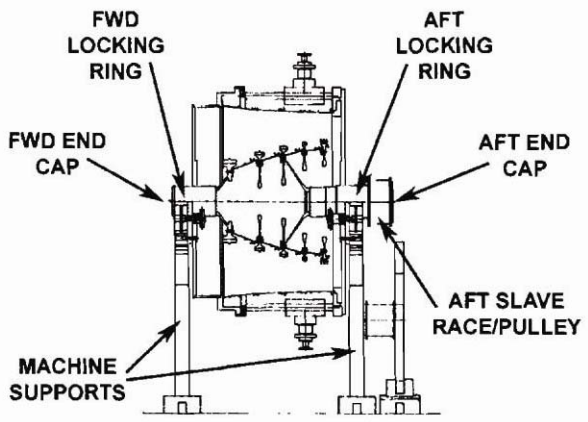

Figure 13. Frame Assembly on Balancing Machine
f. Heat aft slave race/pulley (P/N D–35887–1) at 280°F (138°C) for 15 minutes in an approved oven (Figure 13).
g. Install aft slave race/pulley (Figure 13) on rear hub of forward compressor with larger diameter pulley end up. Ensure that 0° reference mark on aft slave race/pulley is aligned with 0° reference mark on the rear hub.
v. Install forward slave race onto the front hub of the forward compressor. Ensure that 0–degree reference mark on forward slave race is aligned with 0–degree reference mark on front compressor front hub (Figure 13).
ac. Using an overhead hoist with lifting beam assembly (P/N E–35581–1) attached to red trunions (Figure 9), lift forward and aft frame weldment with front compressor off of cart assembly and install end cap (P/N D–35890–1) at the aft end of front compressor while aligning 0° marks (Figure 13).
av. At the aft end of compressor remove four screws and retaining clips from the saddle support. Reposition axial thrust stop down and away from the end cap and steel ball. Remove end cap and steel ball (Figure 13).
bc. Using an overhead hoist with lifting beam assembly attached to red trunions, remove forward and aft frame weldment with front compressor from balancing machine (Figure 13).